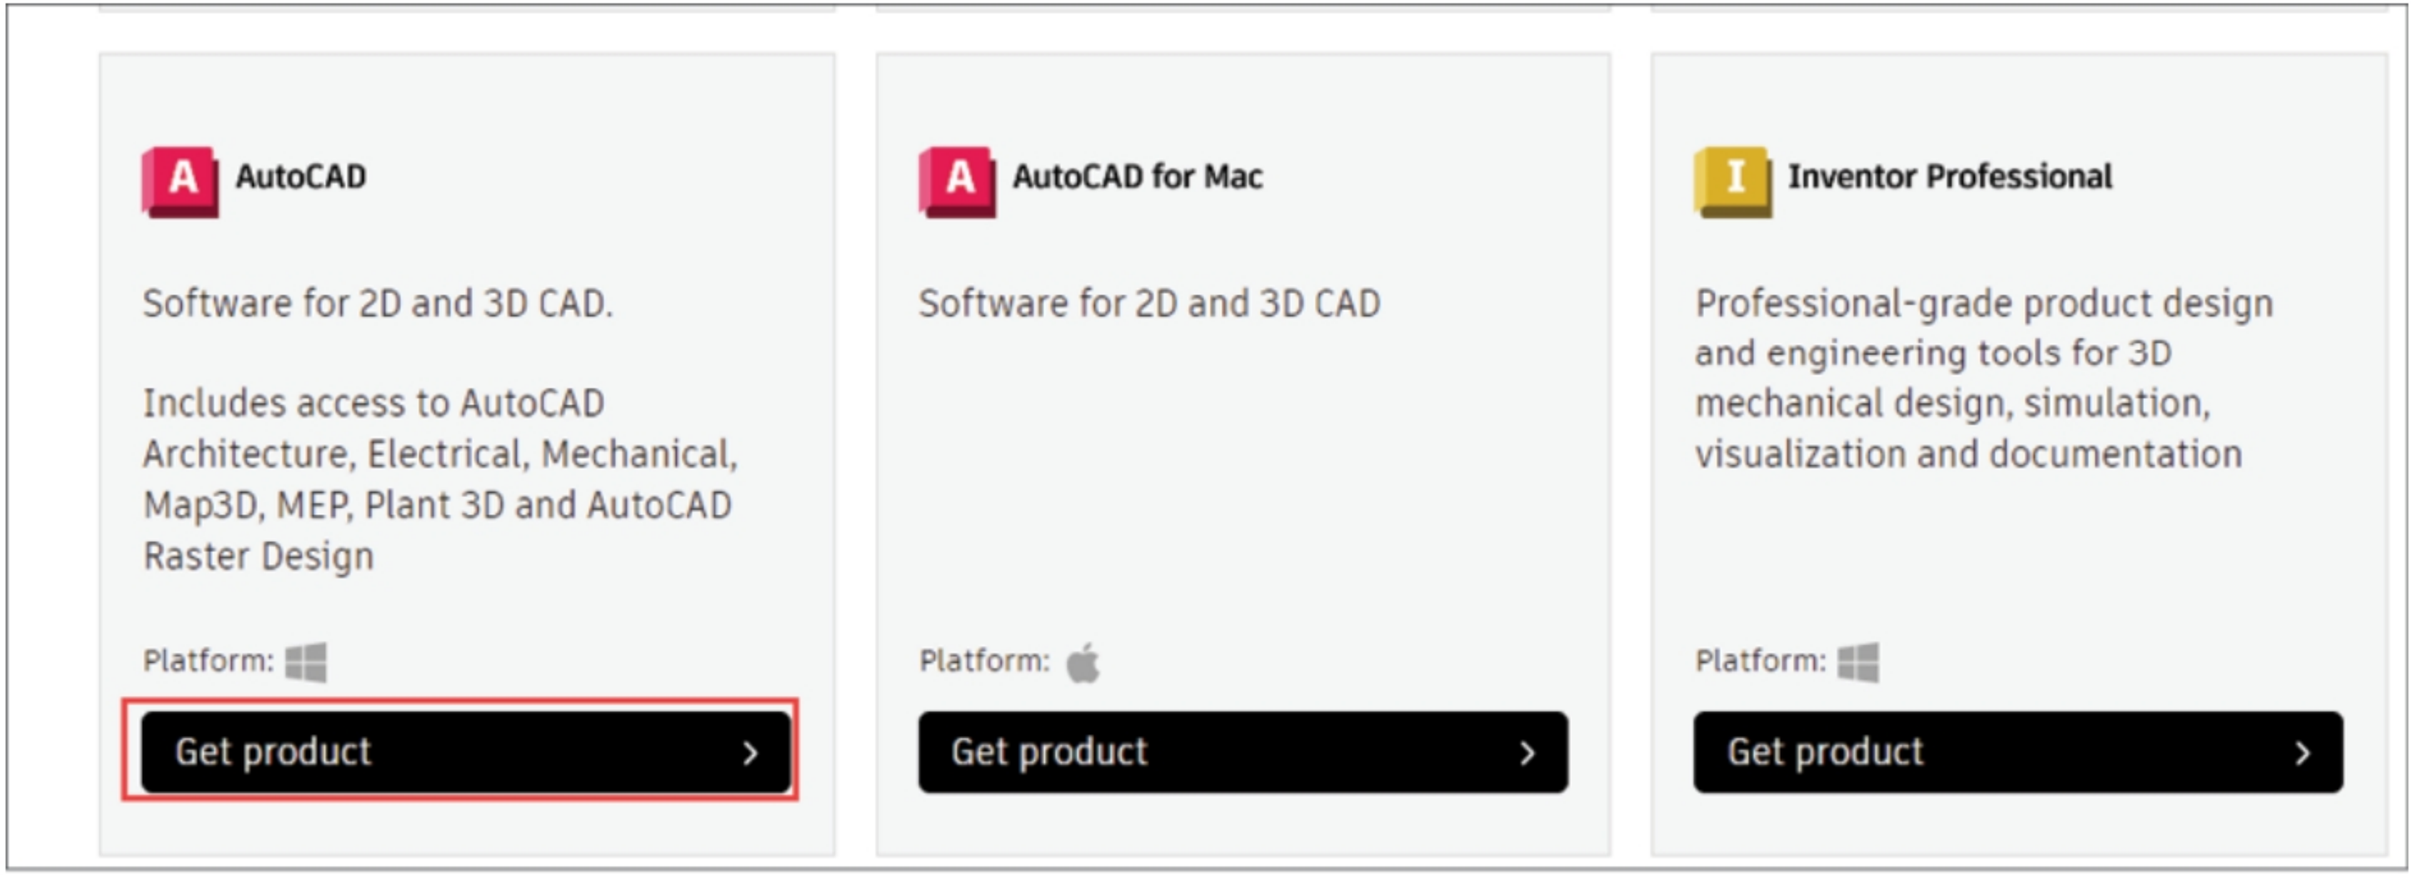
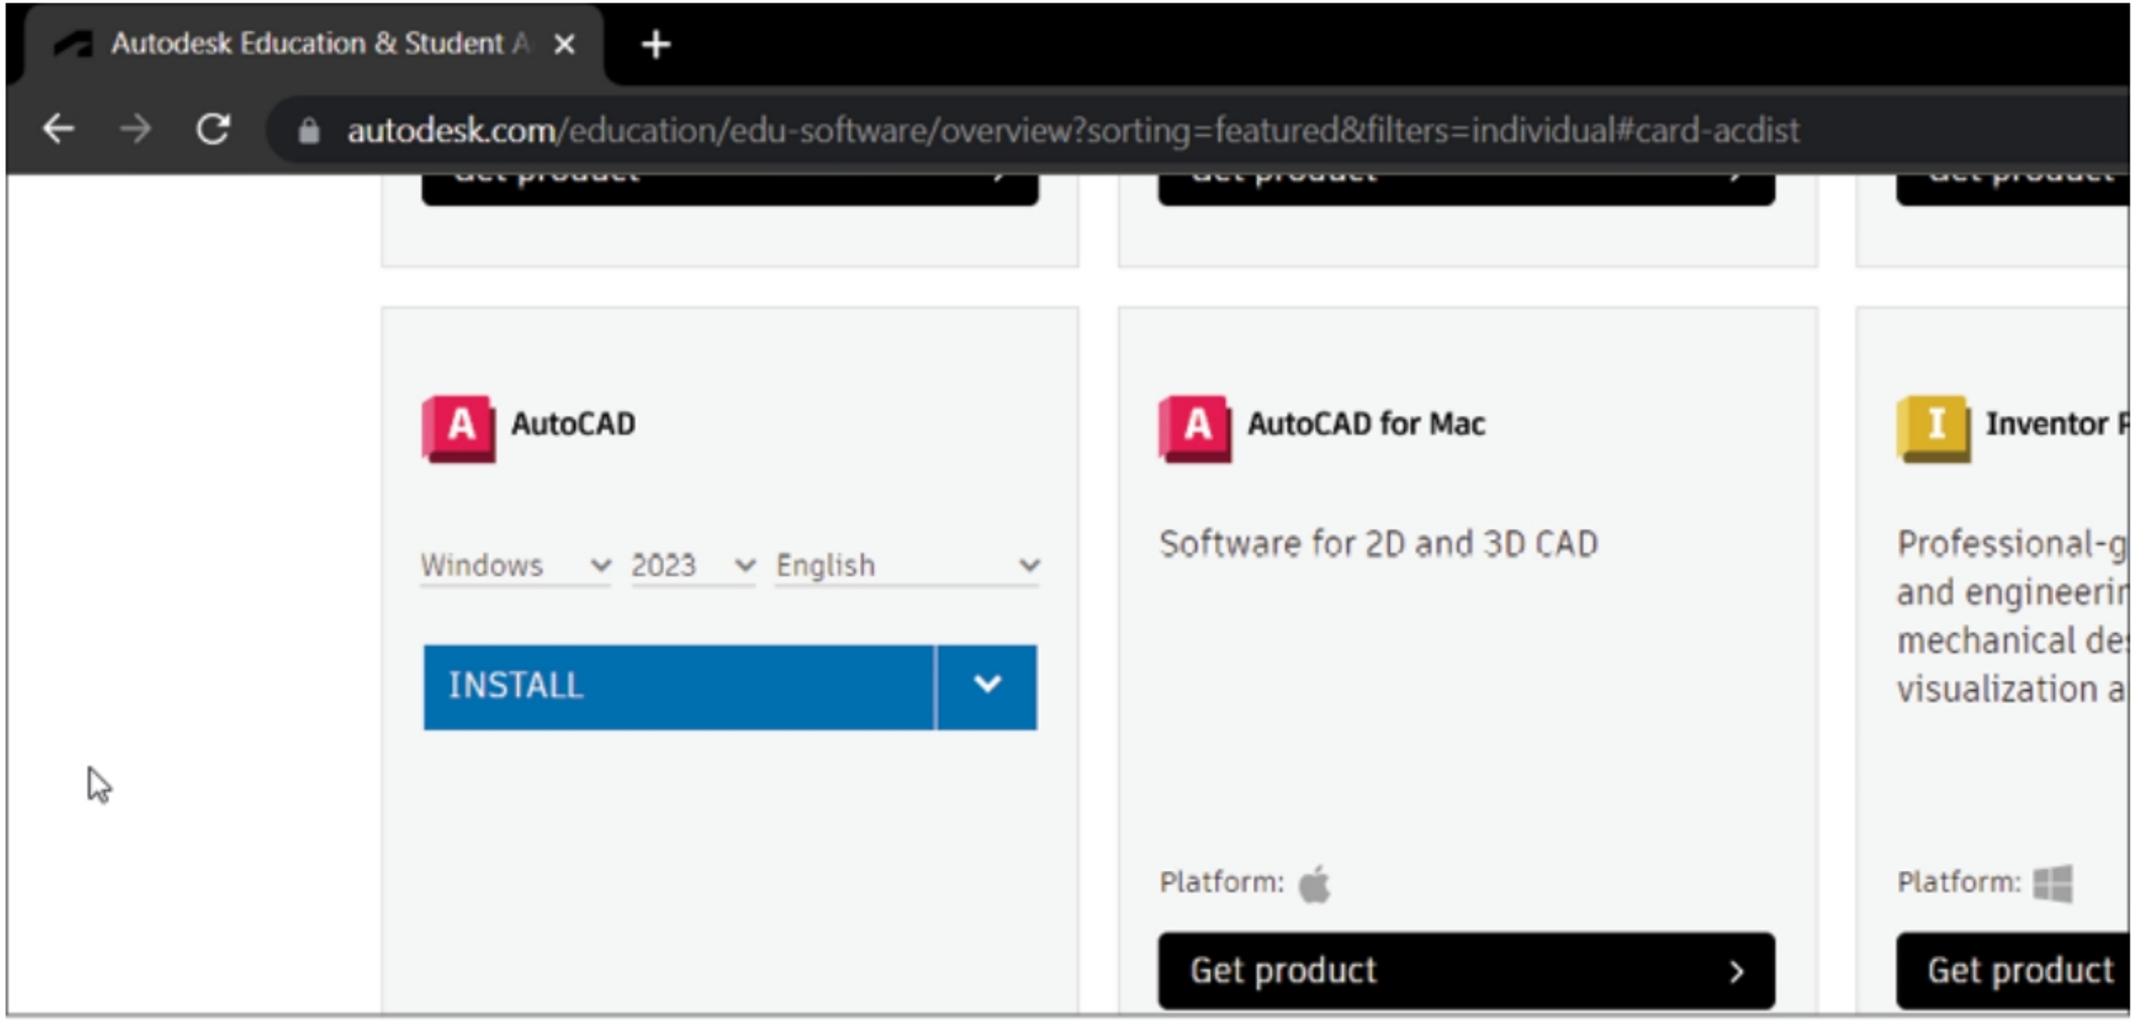

Figure-1. Get product link button for AutoCAD
Figure-2. Web page for downloading AutoCAD Electrical
- Log in using your student/educator credentials. Click on the **Free software** link button at the top in the web page. Scroll down on the displayed page and click on the **Get product** link button; refer to Figure-1. The web page to download and install AutoCAD will be displayed; refer to Figure-2.